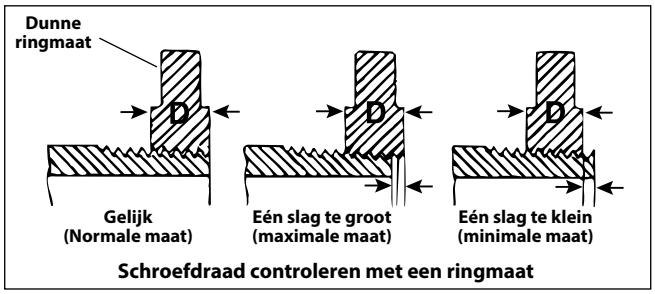

Figuur 16 – Schroefdraadmaat controleren
3. Inspecteer de maat van de schroefdraad. De schroefdraadmaat wordt bij voorkeur gemeten met een ringmaat. Er zijn verschillende soorten ringmaten en het gebruik kan afwijken van de toepassing die wordt getoond in *Figuur 16.*